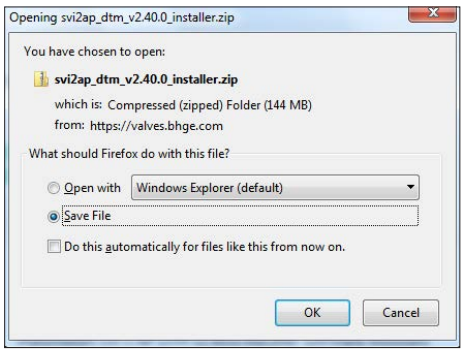

Figura 3 - Abertura da caixa de diálogo
2. Utilize as setas para percorrer as seleções. Clique em **Download** abaixo de *ValVue V3.60 Installer Download* e a Figura 3 será exibida.